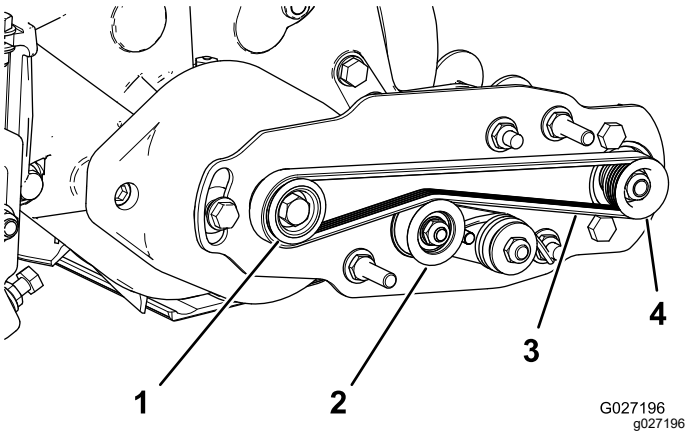

Figur 16
- Sæt remmen rundt om **drivremskiven** og derefter over toppen af styreremskiven (Figur 16).